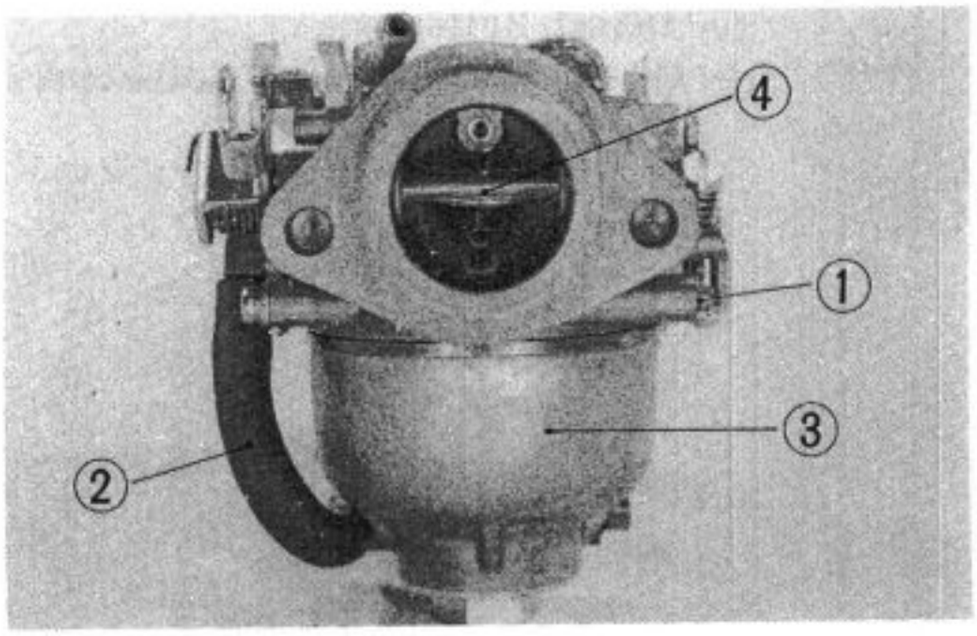

Fig. 3-58 1. Drain screw 2. Overflow pipe 3. Float chamber body 4. Choke valve
2. As shown in Fig. 3-58, install the float chamber body so that the drain screw is positioned to the right side as viewed from the front of carburetor (choke valve side) and the overflow pipe to the left side.